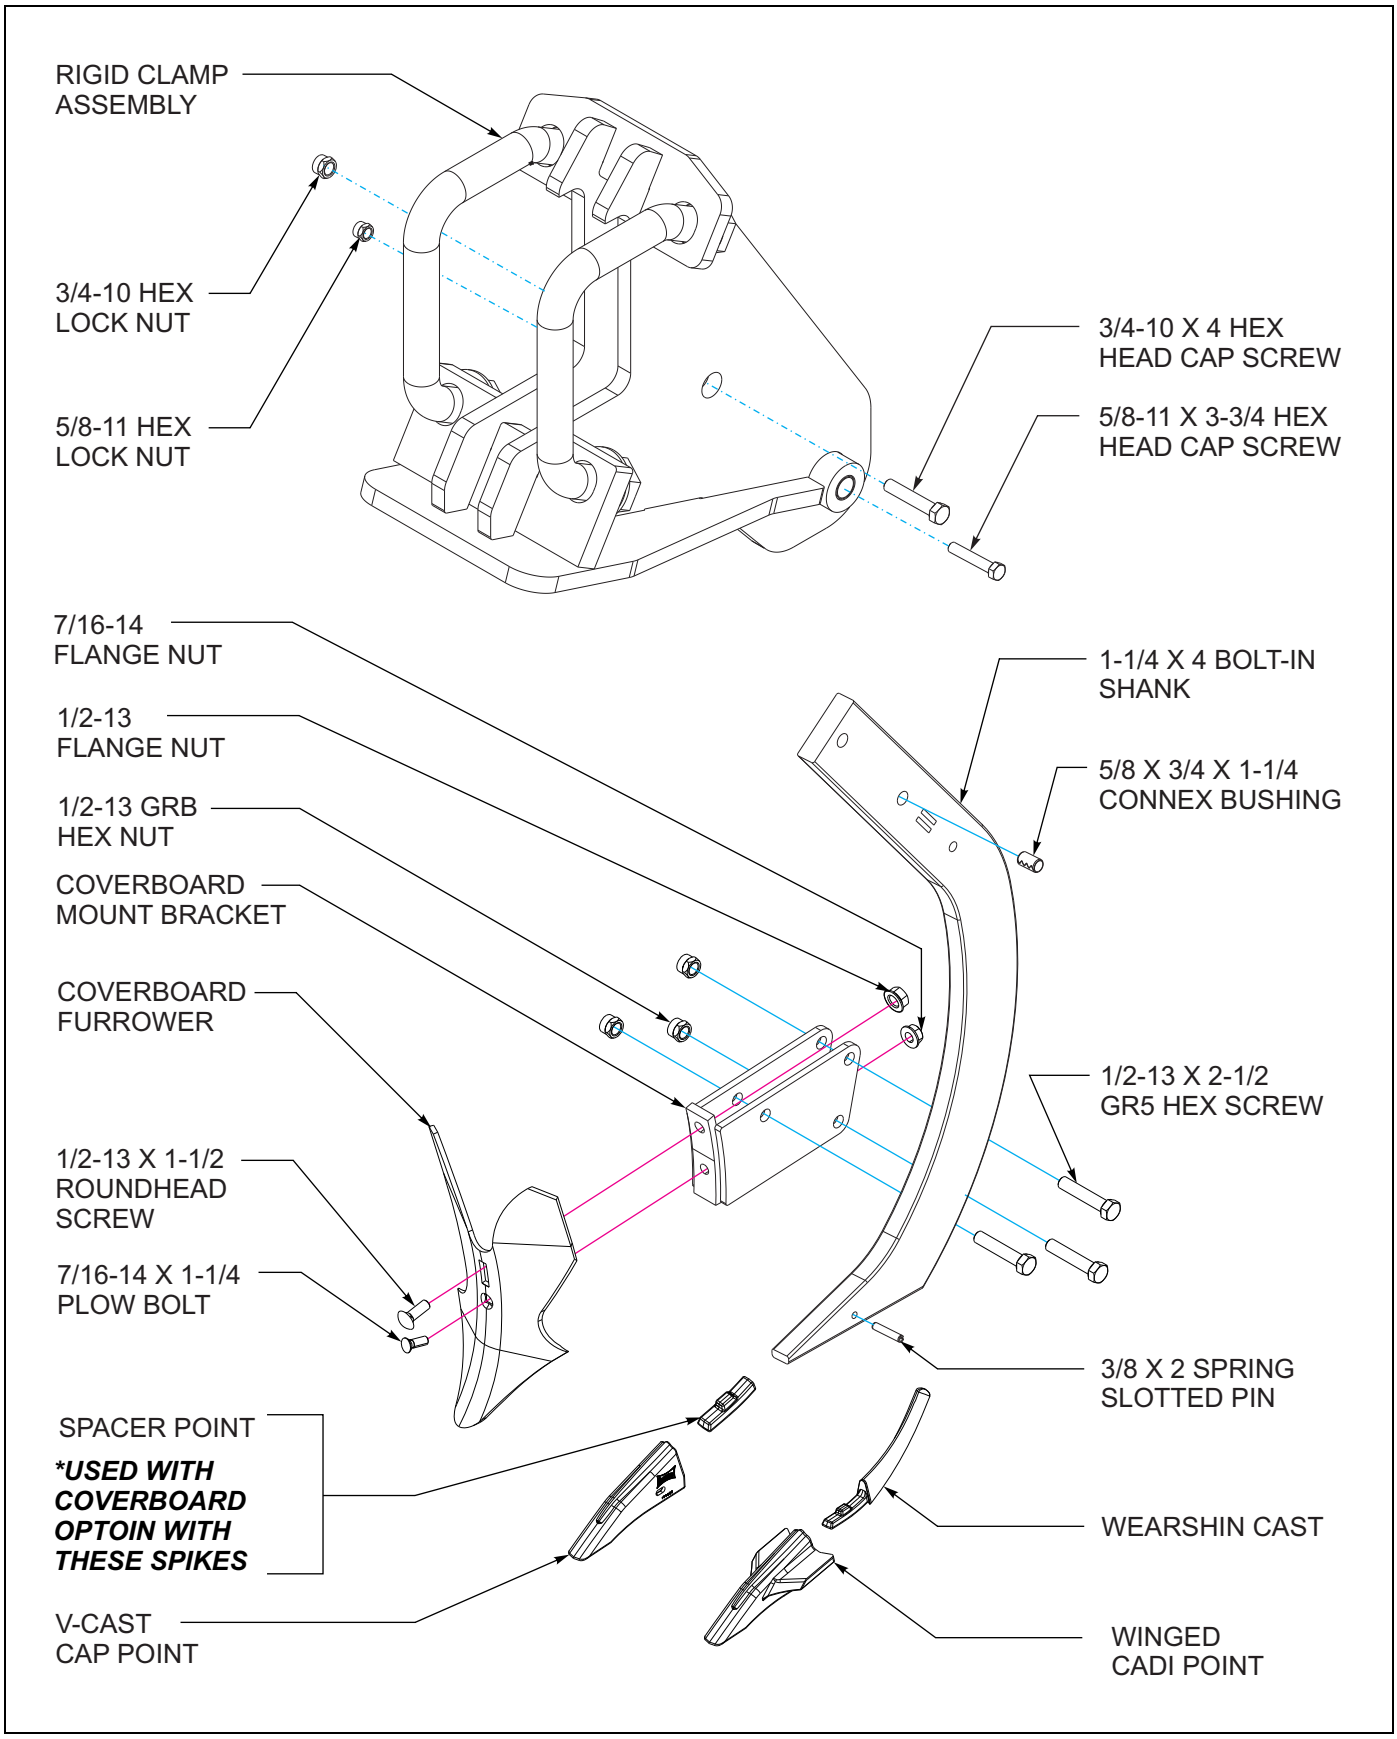

Figure 3-7: RSB Clamp and 1-1/4 Parobolic Shank Assembly
1. Insert three 1/2-13 x 2-1/2 hex screws into the coverboard bracket before attaching the coverboard furrower **(See Figure 3-7.)** Secure with 1/2-13 nuts and tighten only so that locking portion of nut engages the thread. The customer will tighten these nuts after mounting to shank.